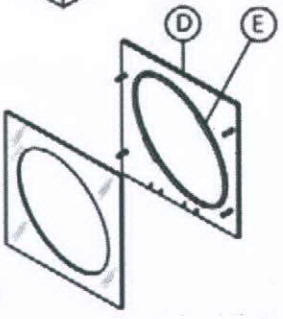

FIG 5
4.5 Place the outer clamp plate (D) and the rear grille in the hole made in the glass or partition from the rear and fix it in place using the tabs (E) to hold in place. (FIG 5)